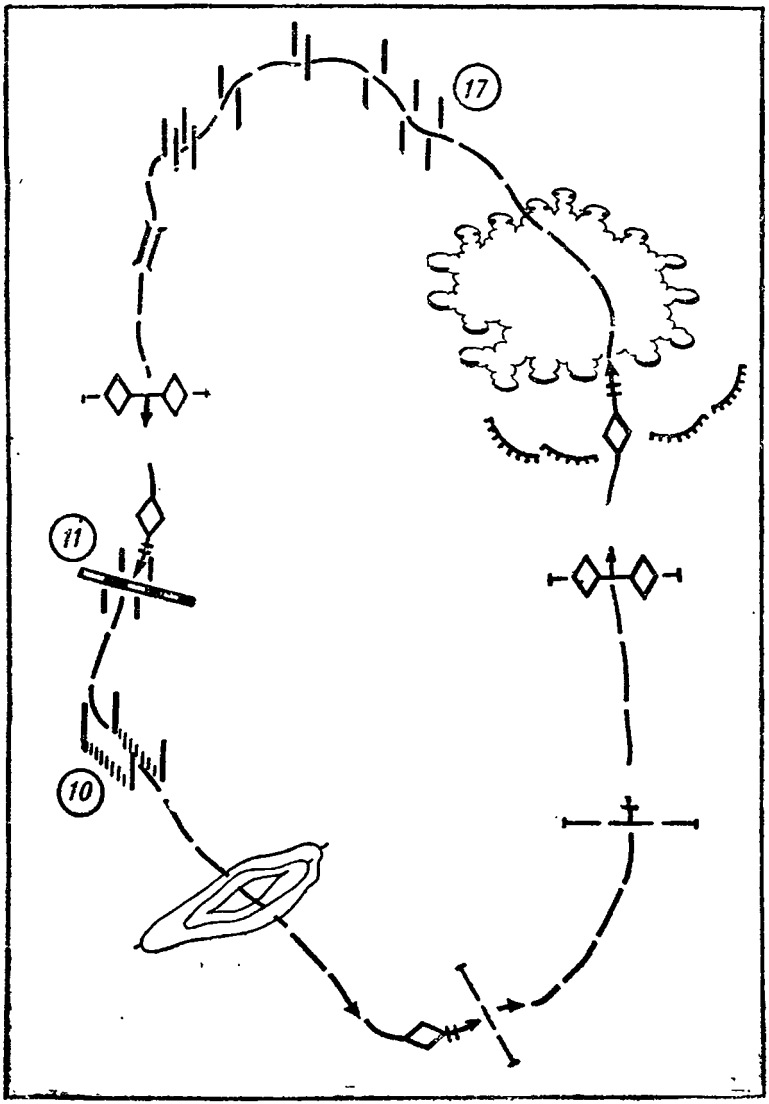

Рис. 5. Примерная схема маршрута учебного упражнения № 1, *а*
По маршруту протяженностью 7—8 км (рис. 5), включающему дороги и колонные пути с естественными препятствиями, повороты, прямой ограниченный проход (10), проход с обозначенными поворотами (17) и железнодорожный переезд реальный или обозначенный (11).